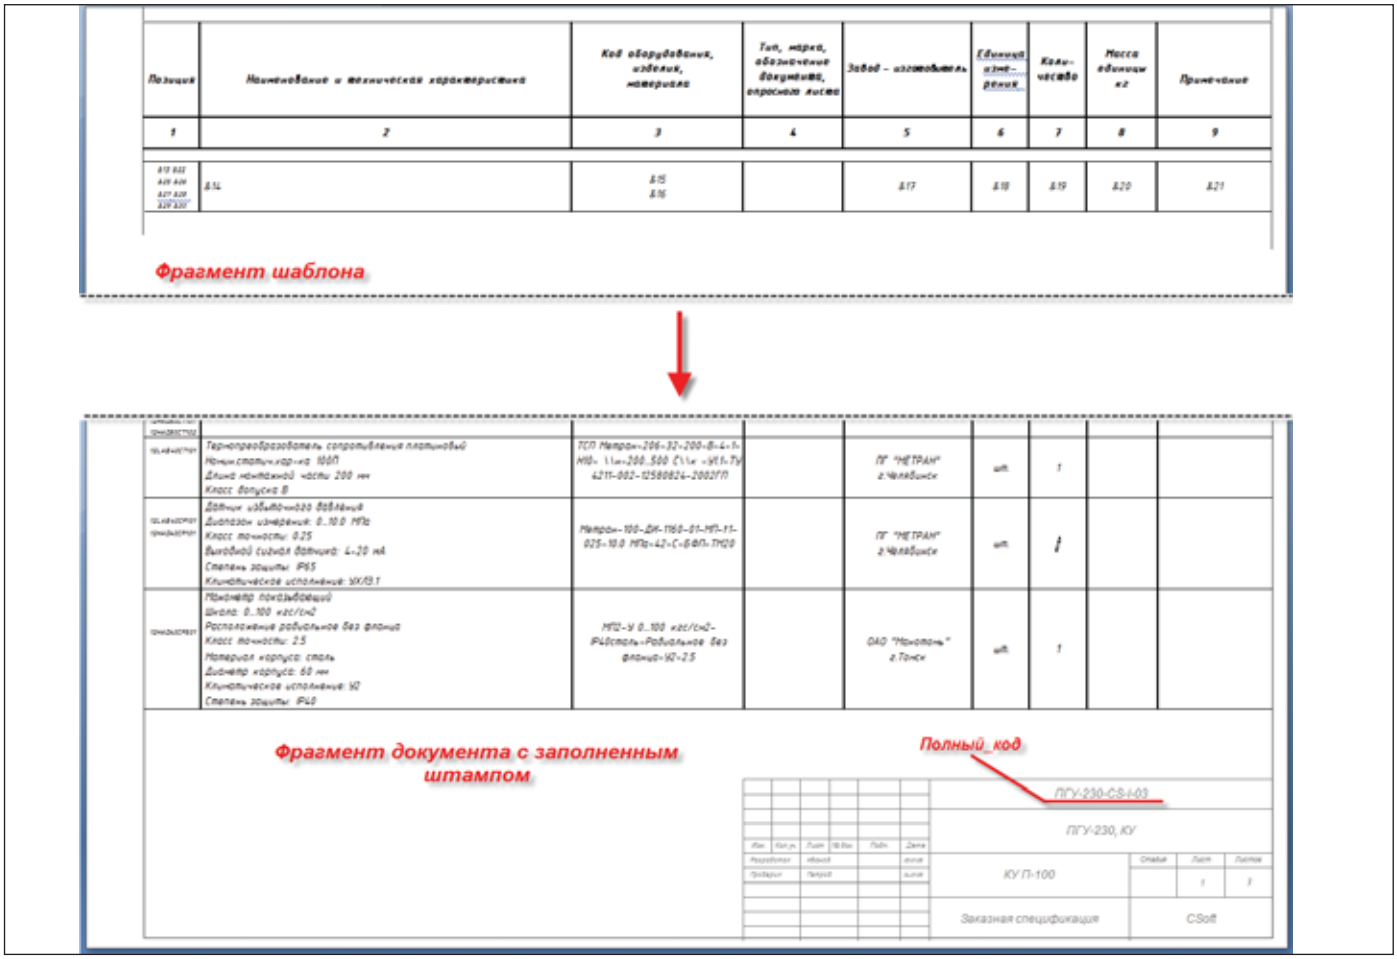

Рис. 11. Фрагменты шаблона и сформированного по нему документа с заполненным штампом
Кроме того, в новой версии AutomatiCS появилась функция автоматического заполнения штампа документа. Для этого выполняется настройка структуры документов, в соответствии с которой автоматически формируется параметр *Полный_код* (кодировка документа). Также документам проекта присваиваются необходимые параметры, которые выводятся в штамп. Информация в штампе обновляется каждый раз при открытии документа (рис. 11).
- заказная спецификация (рис. 11);